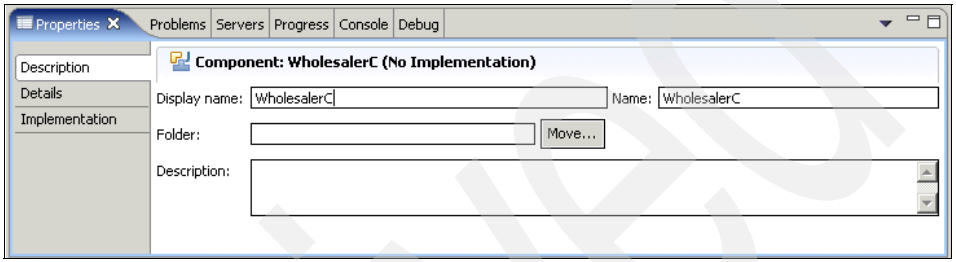

Figure D-3 WholesalerC Java component Properties page: Description tab
4. Click the **Description** tab. In the Display name field, type `WholesalerC` (Figure D-3).